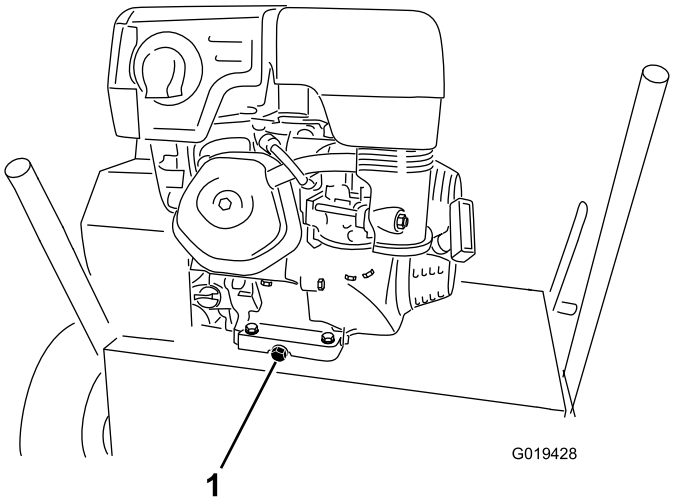

Figura 16
4. Retire el tapón de vaciado (Figura 16).